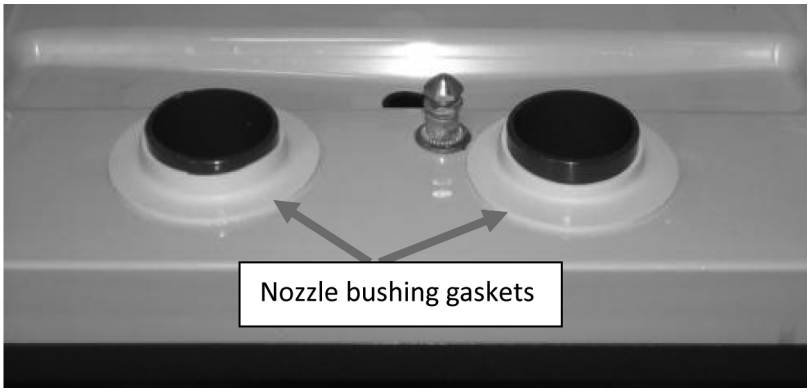

Figure 17. Joints de bague de buse - installation correcte
1. Retirez le joint de la bague de buse en caoutchouc naturel (voir Figure 17) et inspectez-le ainsi que la silicone RTV. En cas de fissure, nettoyer le RTV et réappliquer en utilisant le kit réf. 729011013 conformément aux instructions fournies avec le kit.